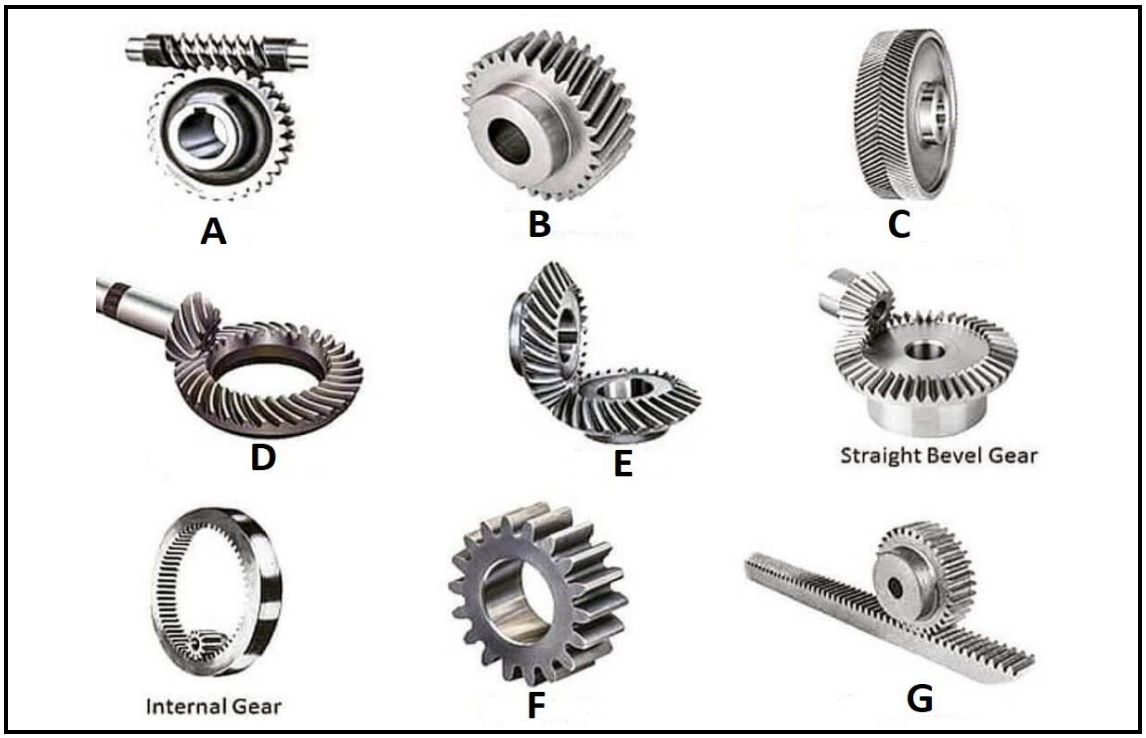

FIGUUR 1
1.4 FIGUUR 1 hier onder toon die verskillende soorte ratte wat algemeen in die bedryf gebruik word. Benoem die onderdele deur slegs die antwoord langs die letter (A–G) in die ANTWOORDBOEK te skryf.